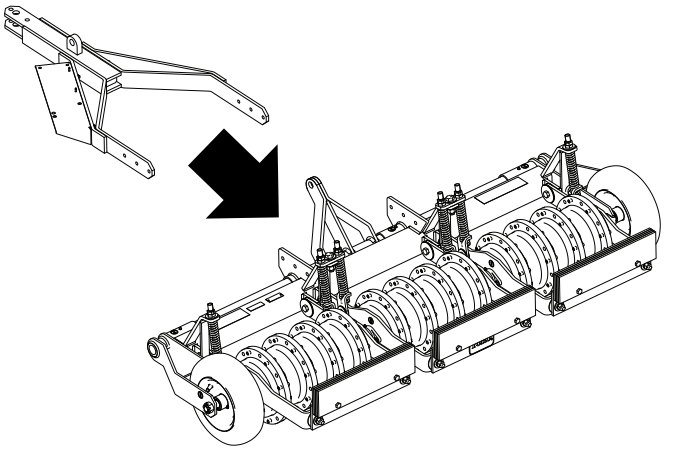

**Figur 4**
2. Rett inn koblingsarmenheten med luftemaskinen, som vist i Figur 4.